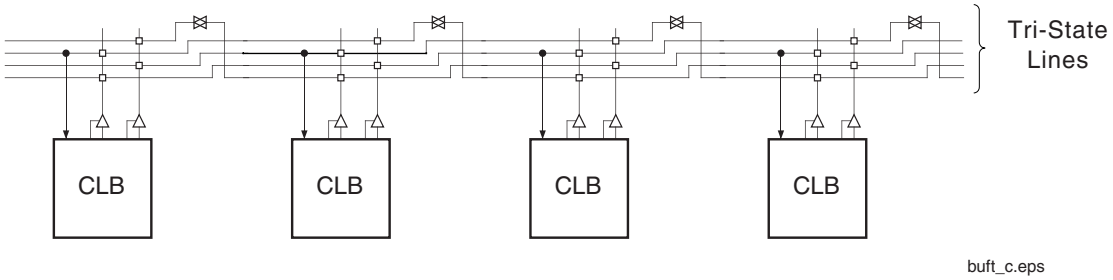

Figure 8: **BUFT Connections to Dedicated Horizontal Bus Lines**
- Horizontal routing resources are provided for on-chip 3-state busses. Four partitionable bus lines are provided per CLB row, permitting multiple busses within a row, as shown in Figure 8.